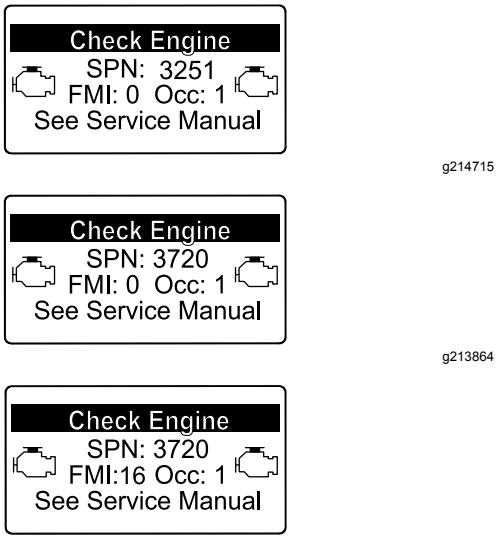

Figuur 77
- Als motorstoring CHECK ENGINE SPN 3251 FMI 0, CHECK ENGINE SPN 3720 FMI 0, of CHECK ENGINE SPN 3720 FMI 16 op het InfoCenter (Figuur 77) verschijnt, maak het roetfilter dan schoon zoals hieronder beschreven: